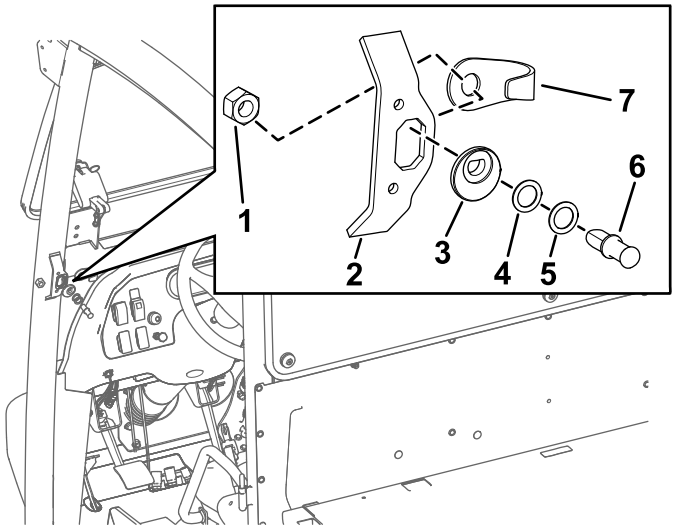

Figura 3
2. Allineate la camma del perno di bloccaggio con l'apertura nella piastra di chiusura nella posizione illustrata nella Figura 3.
3. Inserite il perno di bloccaggio (senza le rondelle inizialmente) nella camma del perno di bloccaggio (Figura 3).
5. Allineate il perno di bloccaggio e il controdado sul lato posteriore dell'apertura nella piastra di chiusura (Figura 3).
6. Serrate il controdado manualmente sul perno di bloccaggio (Figura 3).